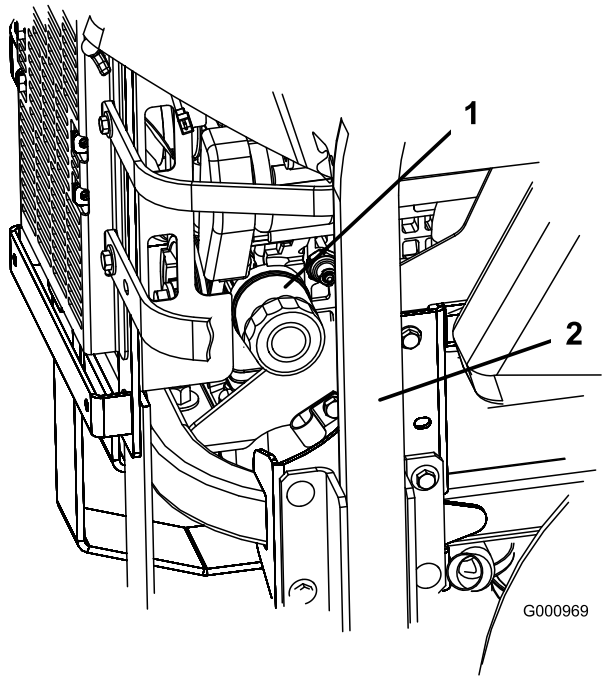
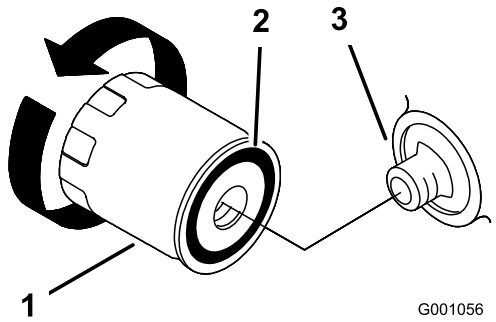

Figur 52
Figur 53
2. Vrid filtret motsols för att ta bort det (Figur 52 och Figur 53).